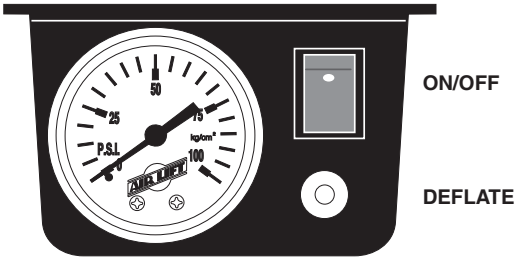

fig. 3
1. Select a convenient, sturdy mounting location for the gauge panel (fig. 3) (i.e. under the dash, glove box) that has a rigid surface that will provide for a sturdy mounting surface.